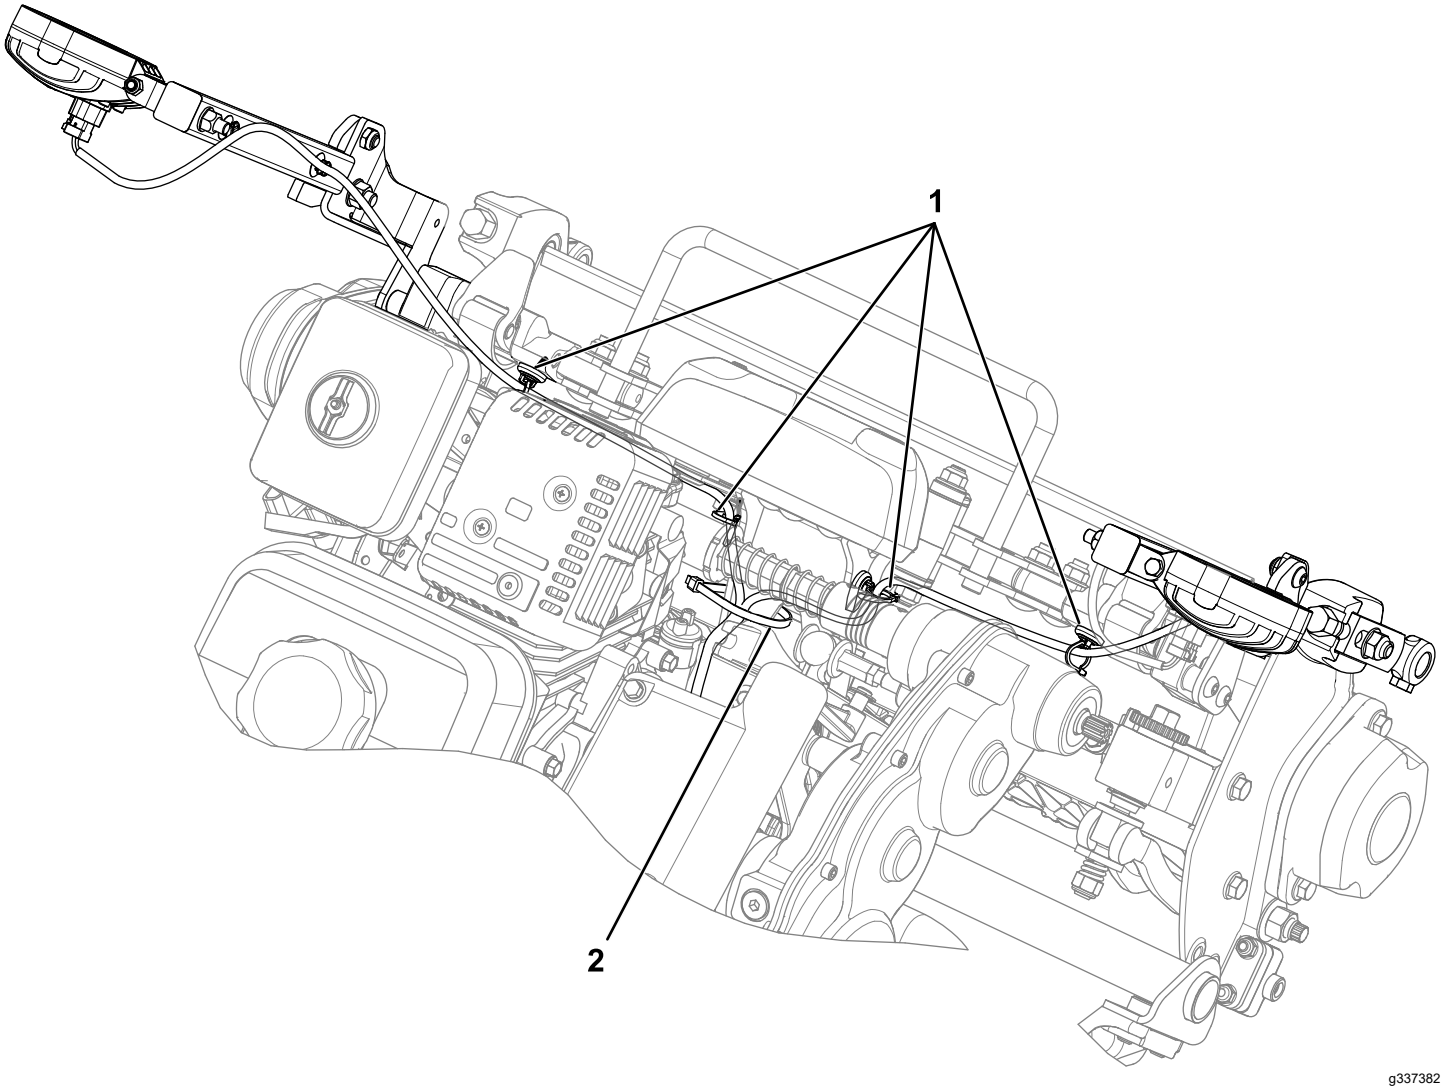

Figura 5
3. Instale los soportes del arnés de cables en las posiciones del bastidor indicadas en la Figura 5.
4. Sujete el arnés de cables a los soportes del arnés de cables (Figura 5).
6. Utilice una brida para sujetar el arnés de cables al bastidor (Figura 5).